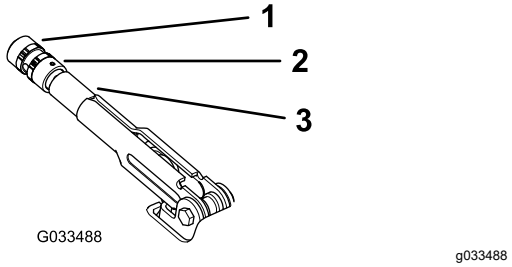

**図 60**
2. 調整ノブをブレーキレバーに固定している固定ねじをゆるめる図 60。
3. ノブ図 60を回し、20-22 kg程度の力でブレーキを作動させられるように調整する。
4. 調整が終わったら固定ねじを締める図 60。